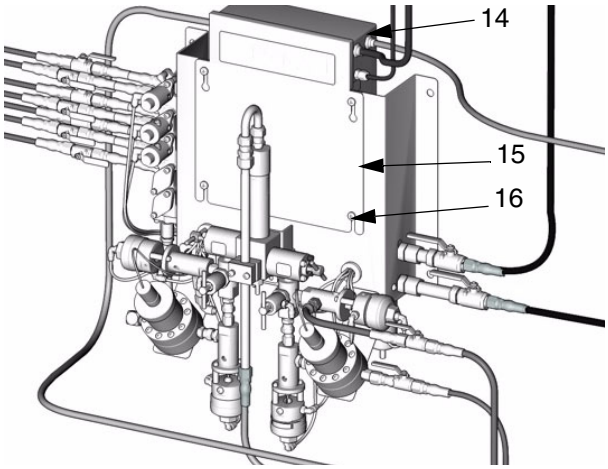

FIG. 18
1. Retire los tornillos y deslice el panel (14) hasta colocarlo en su sitio.
2. Sujete la tapa (15) y el panel (14) con 4 tornillos (16). FIG. 18.